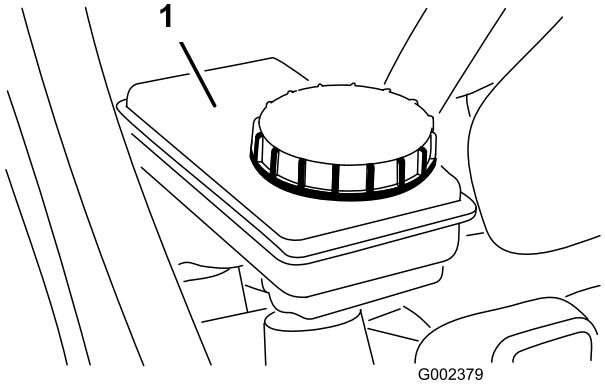

Figura 24
2. O nível do fluído deve estar ao nível da linha Full indicada no reservatório (Figura 24).